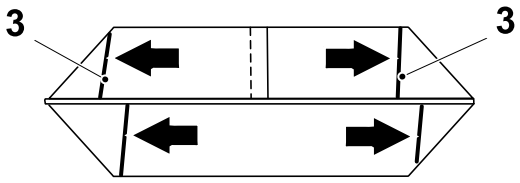
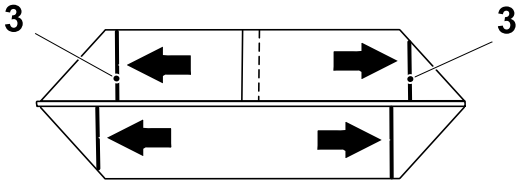

fig.4
fig.5
- the preformed crease lines are not opposite one another (fig.4 and fig.5).